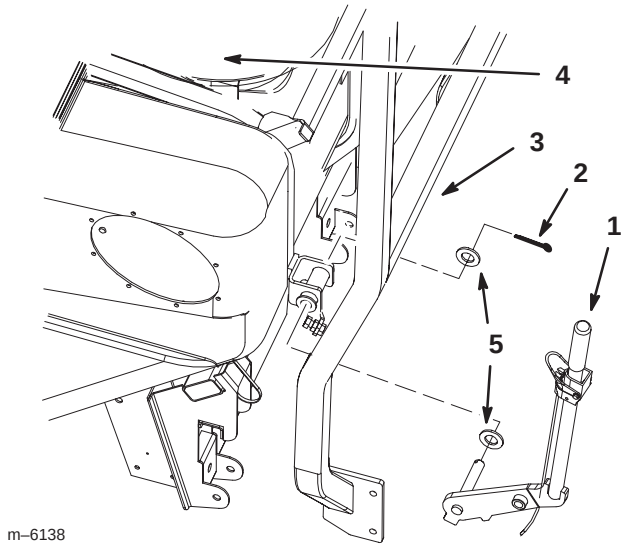

Figure 4
3. For 100 Series baggers, position the bagger arm inside the right rear corner of the ROPS and under the cross member (Fig. 4).
5. Install an existing washer onto the bagger arm and insert the arm into the bagger (Figure 4 or 5).
6. Secure the bagger arm with an existing washer and a cotter pin (Figure 4 or 5).